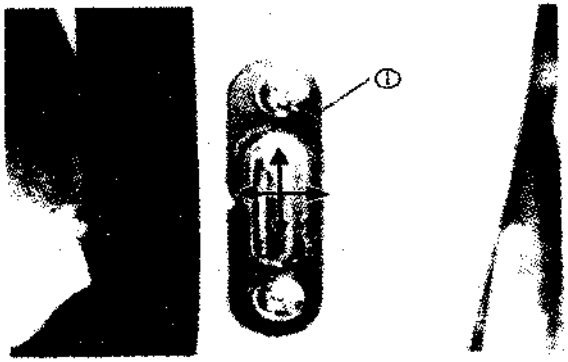

Fig. 4.1-31
4) Regulate rer side slide stop block and screw the screw. See fig. 4.1-31.